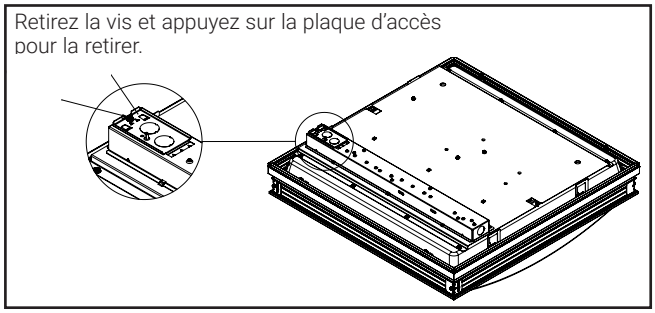

Figure 1.
3. Repérez la plaque d'accès du luminaire et glissez-la afin de la retirer (Fig. 1). **REMARQUE :** Certaines configurations nécessitent deux boîtes de jonction et offrent plusieurs connexions. La configuration la plus fréquente est illustrée ici.